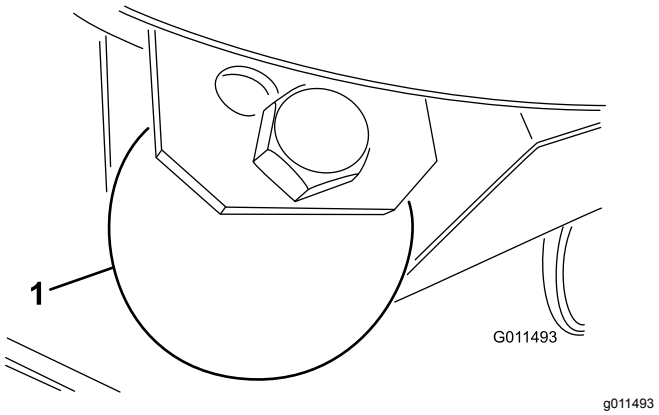

Figur 27
1. Fjern den bolt og møtrik, som fastholder dybdehjulet på klippeenhedsbeslagene (Figur 27).